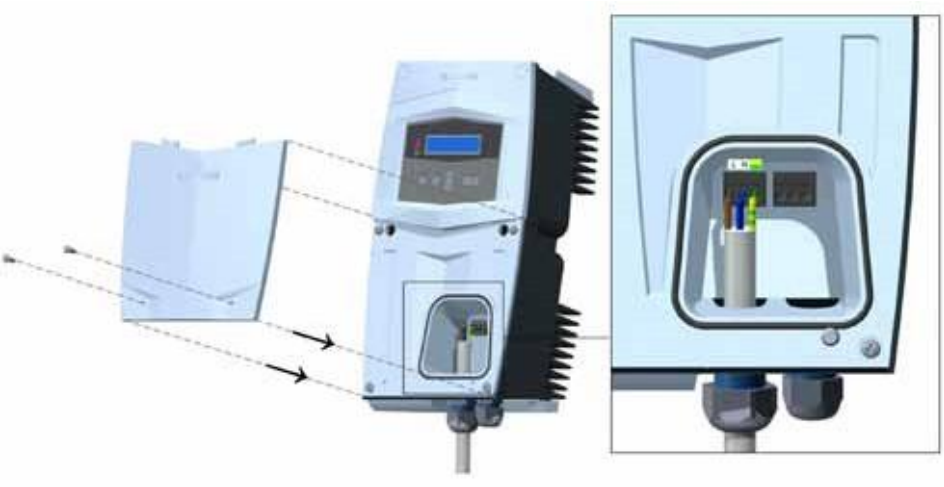

Рисунок 6.10 Установка нижней крышки
8. Установите обратно нижнюю крышку См. Рисунок 6.10